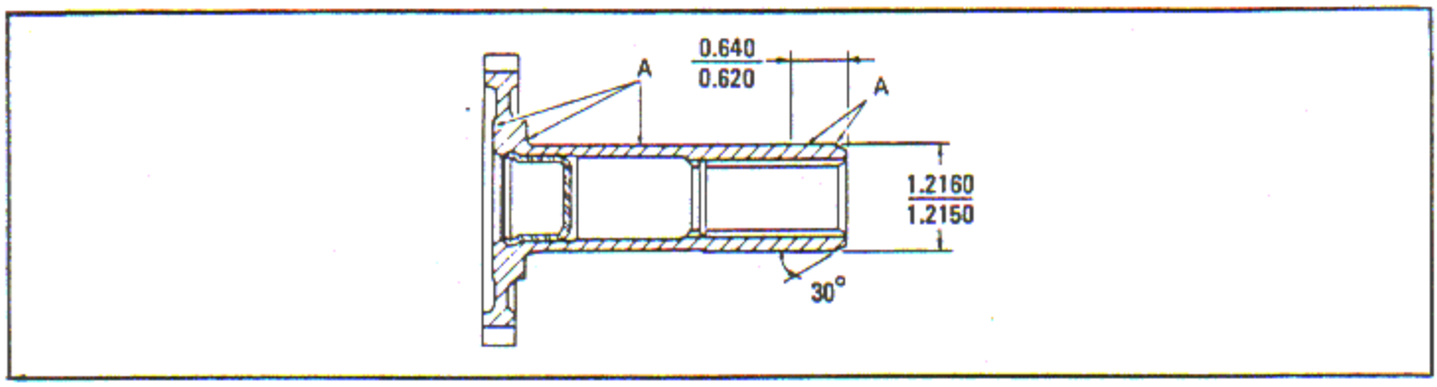

Figure 6-257. Generator Drive Gear
a. Grind the affected area 0.010 inch for a distance of 0.620 - 0.640 inch along the shaft, measuring from rear toward the propeller end. See figure 6-257. The maximum OD grinding dimension on the shaft is 1.205 - 1.206 inches.